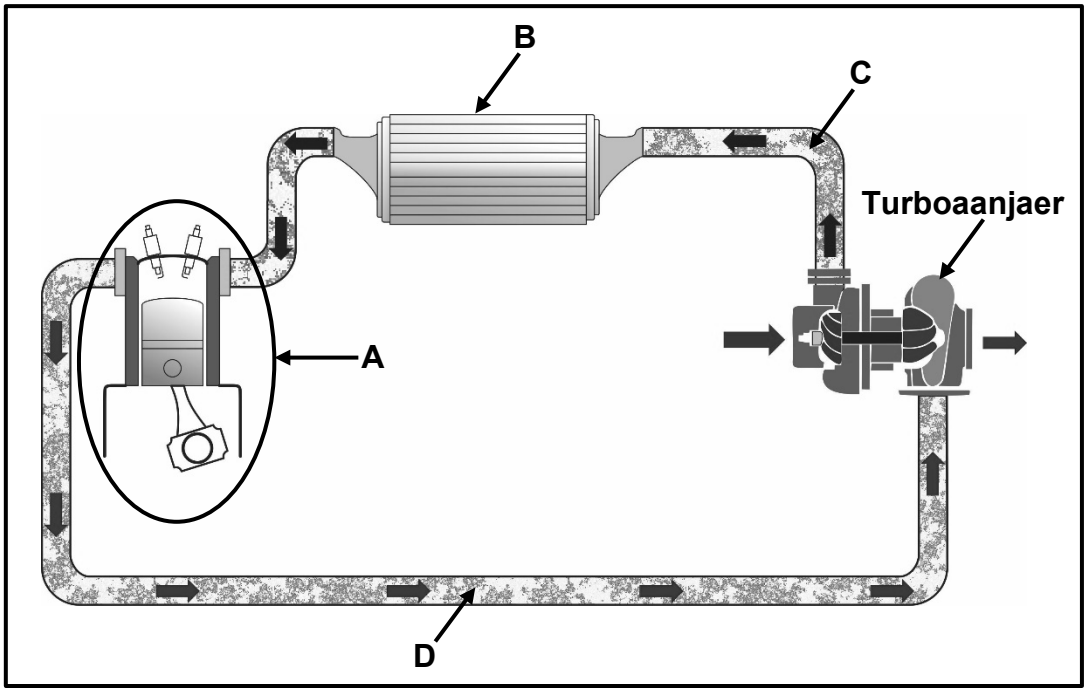

FIGUUR 6.7
6.7 FIGUUR 6.7 hieronder toon hoe 'n turboaanjaer aan 'n binnebrandenjin gekoppel is. Beantwoord die vrae wat volg.